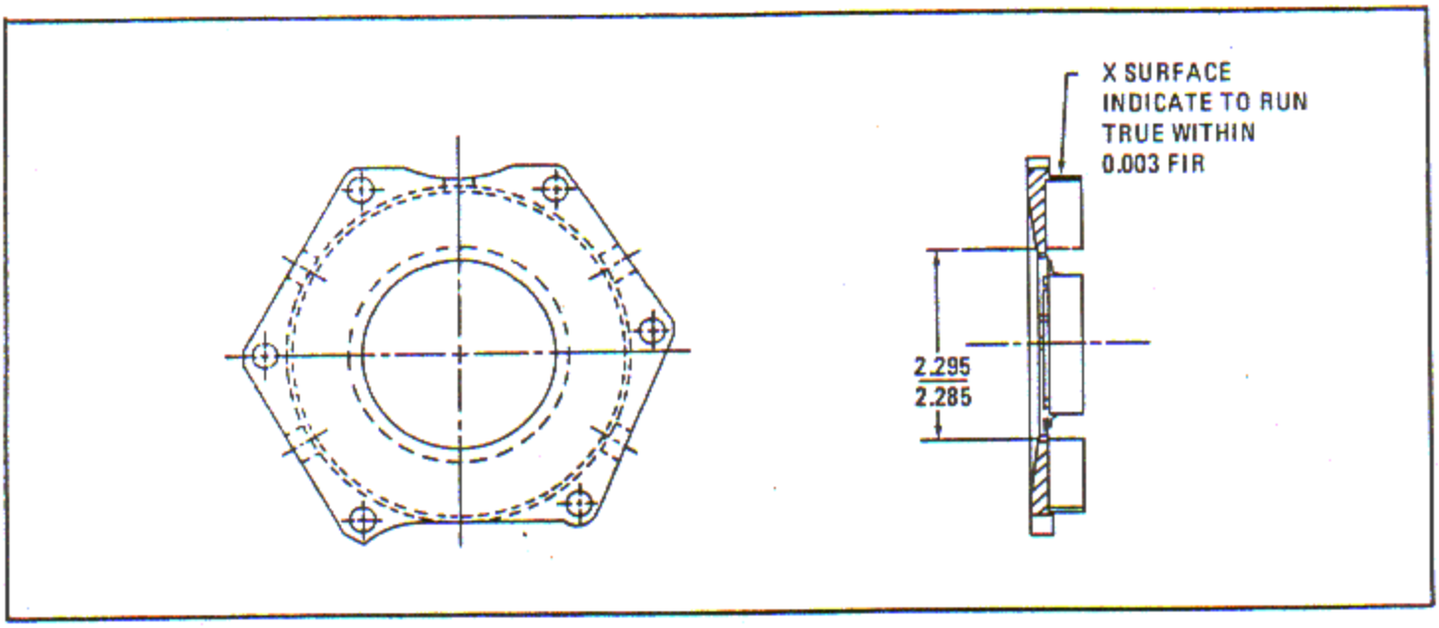

Figure 6-212. Impeller Drive Clutch Housing, Machining
a. Following standard machine shop practices, machine the impeller drive clutch housing to 2.285 - 2.295 inches ID as shown in figure 6-212.